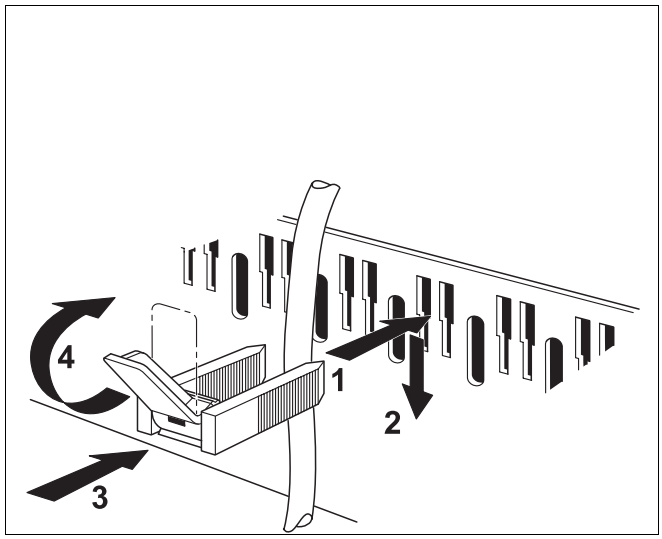

Abb. 33 Kabeldurchführung und Zugentlastung
- Zugentlastung, wie in Abb. 33 dargestellt, mit eingelegter Leitung von oben in die Schlitze des Schellenrahmens einsetzen (Abb. 33, **Schritt 1**).
- Zugentlastung herunterschieben (Abb. 33, **Schritt 2**).
- Gegendrücken (Abb. 33, **Schritt 3**).
- Hebel nach oben umlegen (Abb. 33, **Schritt 4**).